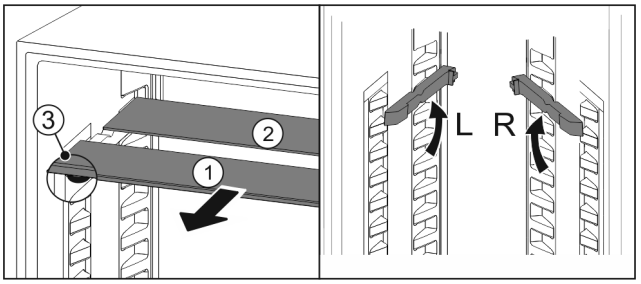

Fig. 117
▶ Pull the glass panels out *Fig. 117 (1)* from the front, one at a time.
▷ The glass panel *Fig. 117 (1)* and trim strip are at the front.
▷ The stops *Fig. 117 (3)* point down.